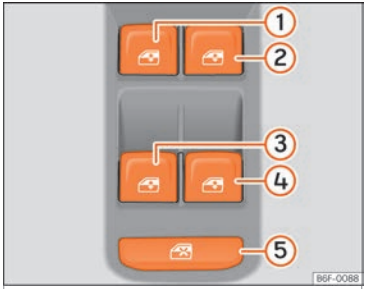

Fig. 98 Detalle de la puerta del conductor: mandos para las ventanillas.
Mediante el mando de seguridad ››› **fig. 98** ⑤ de la puerta del conductor puede desactivar las teclas de los elevalunas de las puertas traseras.